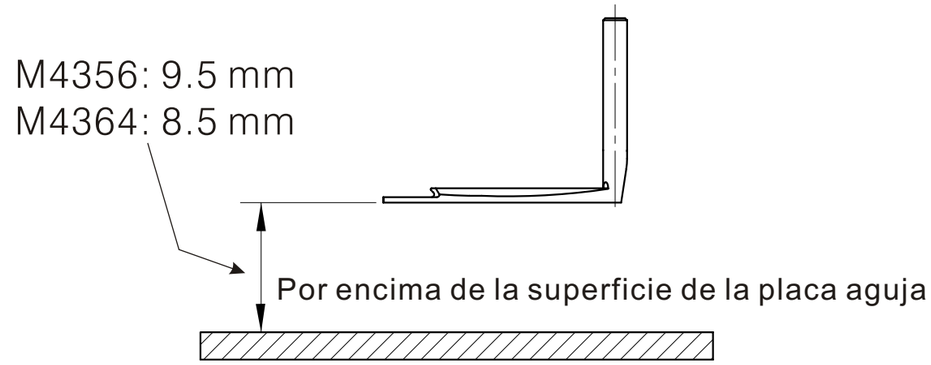

Fig. 53
4. La distancia desde el distribuidor a la superficie de la placa aguja es como se describe: (Fig. 53)